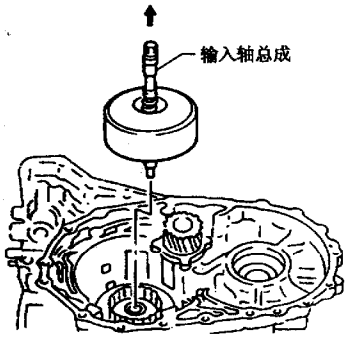

图 9－12－38
(30) 如图 9－12－41 所示，从变速器壳体上拆下高档离合器毂和滚针轴承。
(31) 检查高档离合器毂和滚针轴承是否损坏或磨损。